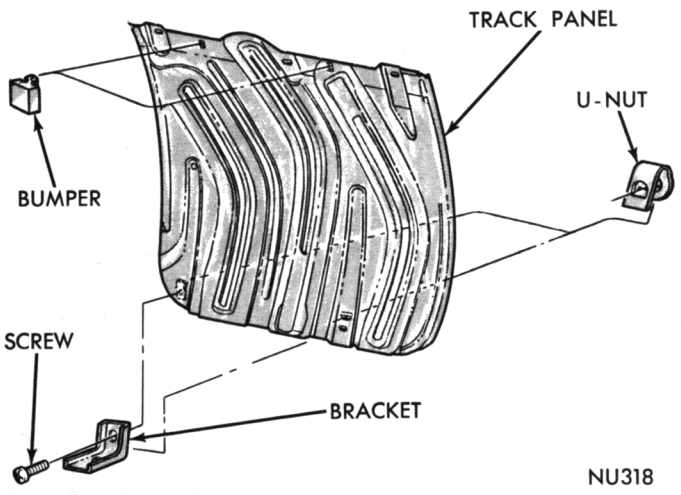

Fig. 58—Track Panel Assembly
(10) Remove U-nuts from outer side of track panel and bumpers from top inner side (Fig. 58).